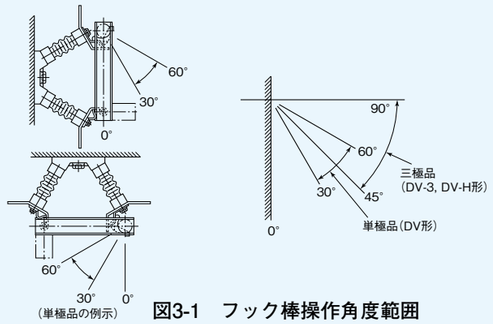

図3-1　フック棒操作角度範囲
4.フック棒による開閉操作が図3-1に示す角度でできるように据付けてください。この角度以外ではラッチ（掛け金）のかかりや解除が不十分になって操作し難い場合が生じますのでご注意ください。